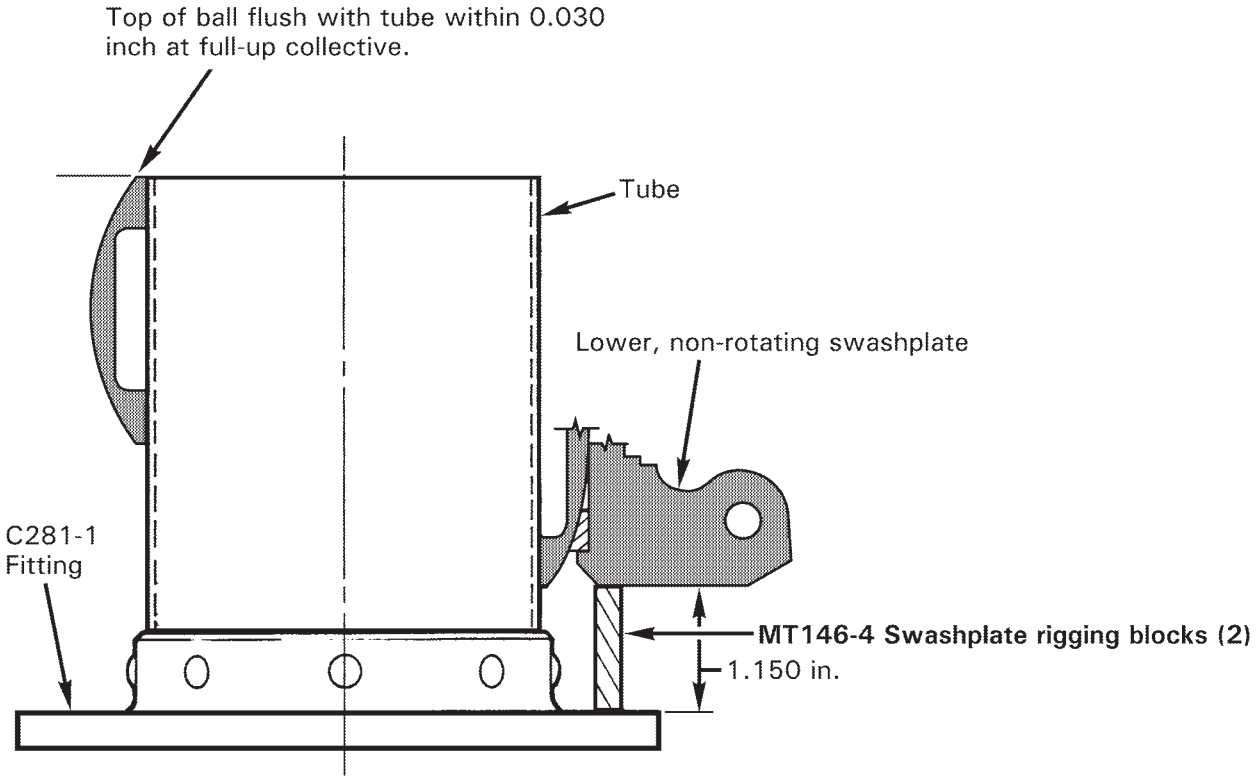

FIGURE 18-8 SWASHPLATE AND COLLECTIVE CONTROL RIGGING
4. Refer to Figure 18-8. Position MT146-4 swashplate rigging blocks between lower, non-rotating swashplate and C281-1 fitting. Refer to Section 5-33, and adjust push-pull tube rod ends until aligned with swashplate attachment holes.
1. Refer to Figure 18-8. Position collective stick full up and apply friction. Place MT759-1 rigging blocks around cyclic stick in cyclic box assembly. Verify top of ball is flush with tube within 0.030 inch. Adjust all swashplate push-pull tubes exactly the same amount as required (one full turn = 0.48°).
> After making adjustments, position collective stick full up and apply friction. Verify top of swashplate ball is flush with tube within 0.030 inch per Figure 18-8. Adjust all swashplate push-pull tubes exactly the same amount as required (one full turn = 0.48°). Lengthening all push-pull tubes increases blade angles.